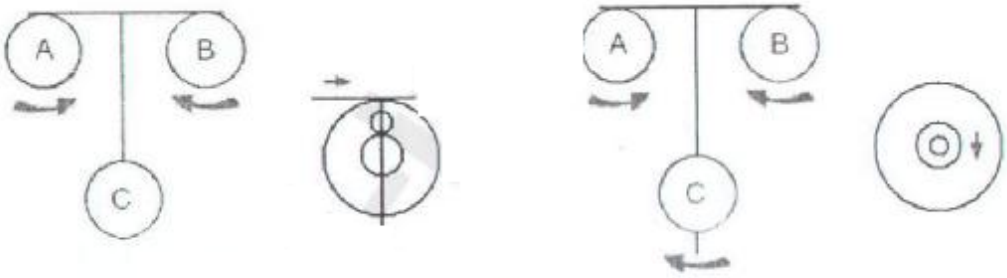

Рисунок 4
- Подъемными винтами A, B, C установите пузырек в центр (см. рис. 4)